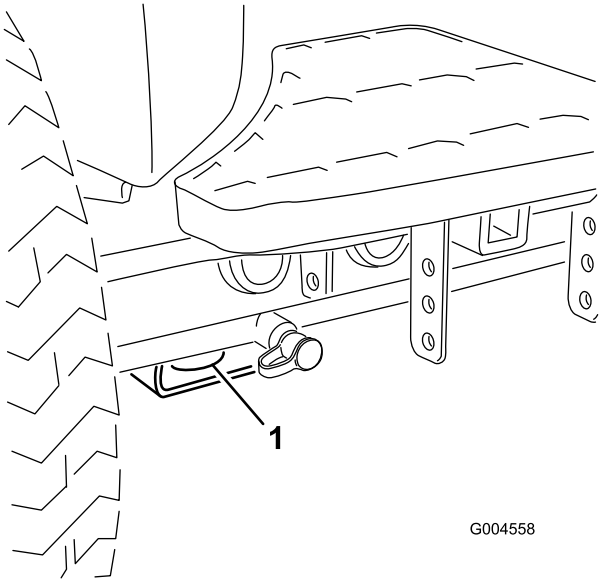
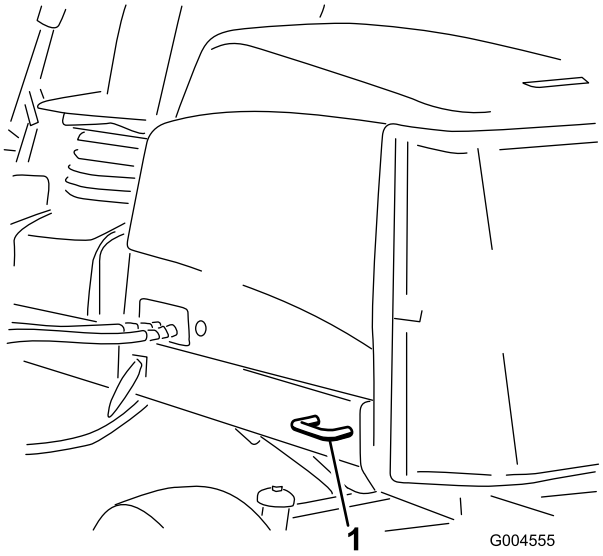

Figur 36
Figur 37
5. Brug metalbindepunkterne på maskinen til at fastgøre maskinen til anhængeren eller lastbilen med stropper, kæder, kabler eller reb (Figur 36 and Figur 37).
- For – hullet i den rektangulære plade, under akselrøret, indvendigt i forhold til hvert fordæk (Figur 36)
- Bag – på begge sider af maskinen på bagstellet (Figur 37)